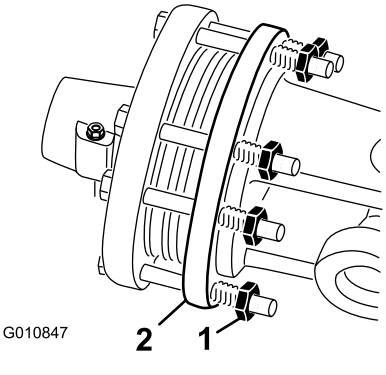

Figur 50
1. For hver sesongslutt skrur du hver av clutchmutterne to omdreininger tilbake (Figur 50).